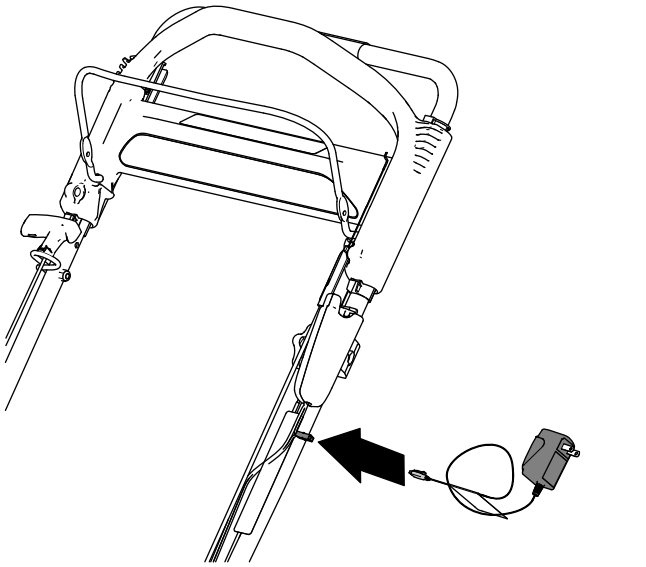

Figur 35
1. Slut opladeren til ledningsnettet, der befinder sig under den elektriske startknap (Figur 35).